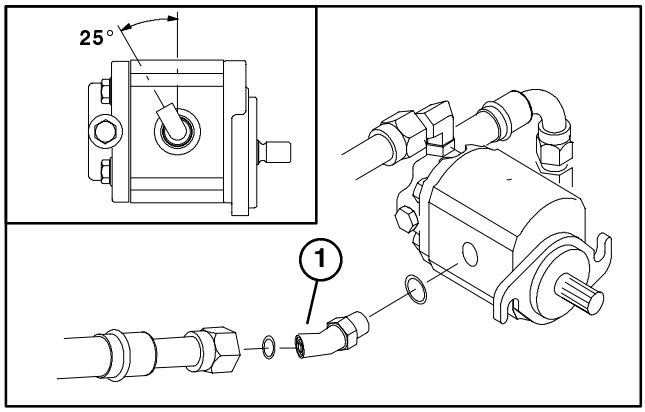

Figure 3
2. Thrust washers (2)
7. Install new 45° fitting to reel motor. Orientate fitting as shown in figure 3, insert. Fitting to be orientated so hoses do not contact basket bracket